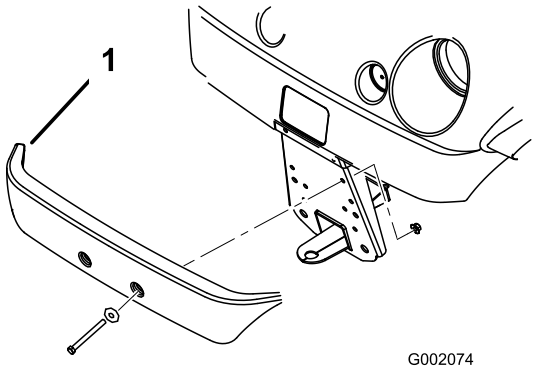

Figur 5
2. Rett inn monteringshullene og fest støtfangeren til rammen med festeanordningene du fjernet tidligere (Figur 5).